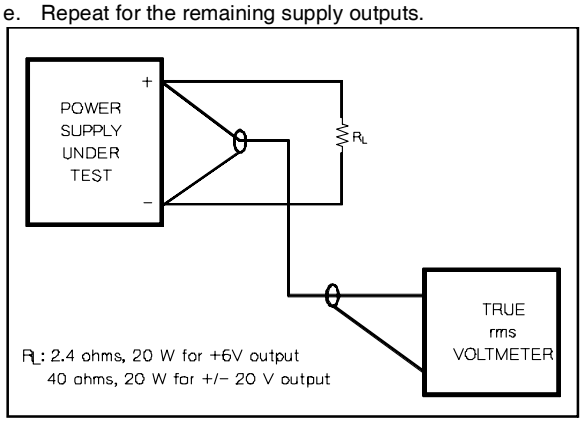

Figure A-7. Ripple and Noise rms Measurement Test
a. Connect the test equipment across the output of the +20V supply as shown in Figure A-7.
a. Connect the test equipment across the output of the +20V supply as shown in Figure A-7, but replace the true rms voltmeter with the oscilloscope.